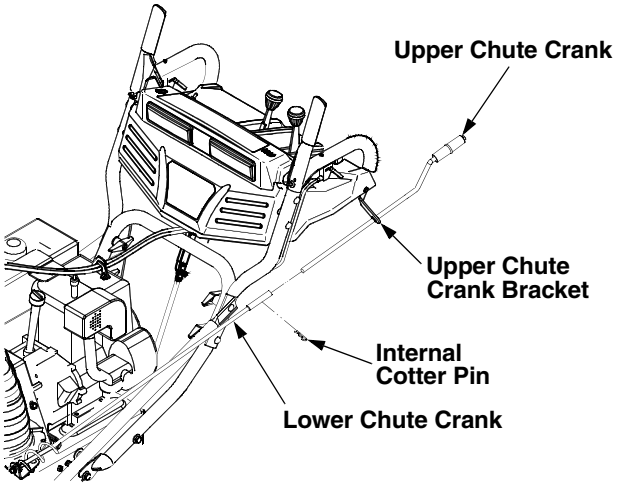

Figure 3
- Align the hole in the upper chute crank with the hole in the sleeve (If necessary, use a pair of pliers to assist in aligning holes). Insert the internal cotter pin through the holes to secure the chute crank. See Figure 3.